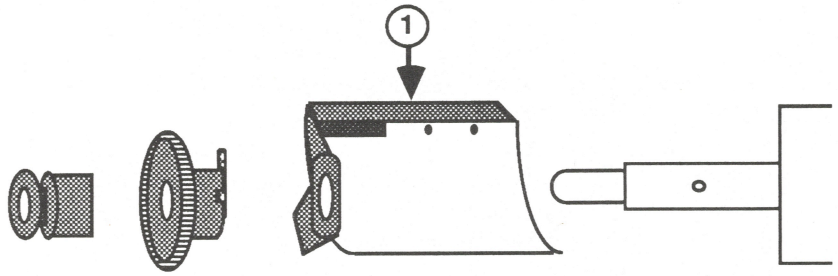

FIGURE 1
1. Look at the left side of the platen assembly. If there **IS** a paper-empty plate (Figure 1), the mechanical paper sensor is installed. If there is **NO** paper-empty plate, the optical paper sensor is installed.